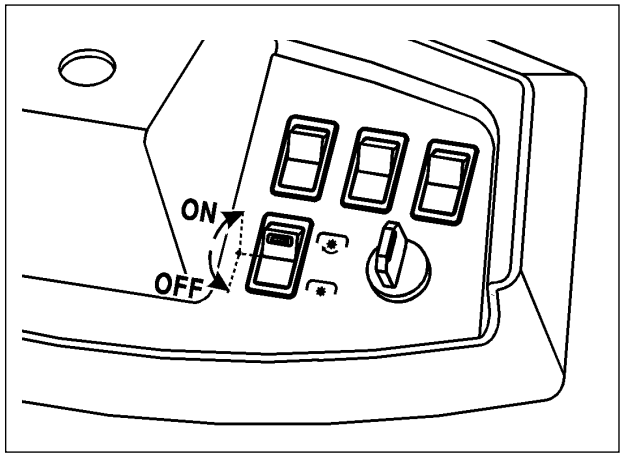

*Fig. 16*
Be sure the cutting system clutch is disengaged and is in the OFF position before starting engine (fig. 16).
2. When on the lawn, engage mower clutch with toggle switch (fig. 16).